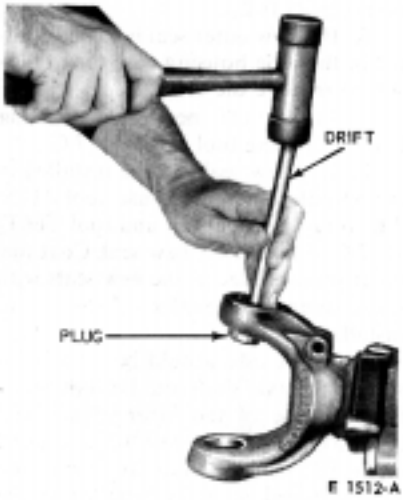

FIG. 3—Driving Out Dust Plug
8. If the king pin bearings are to be replaced, refer to Figs. 3, 4 and 5.
9. Remove the king pin bearing inner dust caps by inserting a small-diameter drift through the bearing bore, Fig. 3 and drive the cap toward the inside of the yoke.